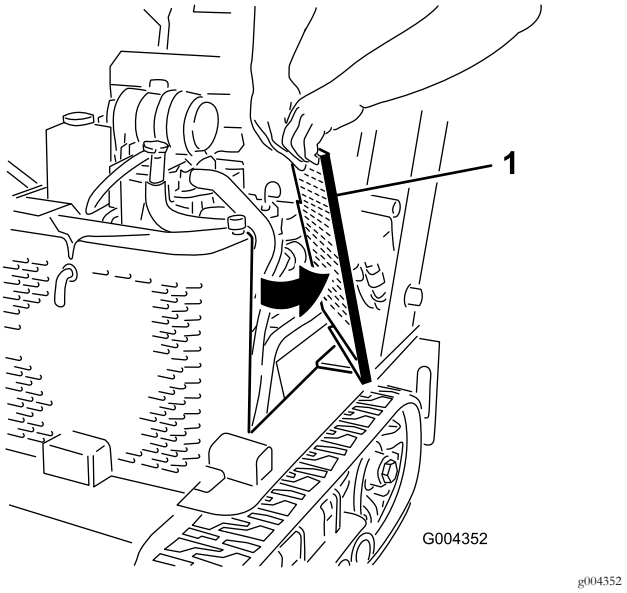

**Rysunek 33**
2. Przesuń osłony boczne (Rysunek 33) do góry, wysuwając z otworów w przedniej osłonie i ramie.